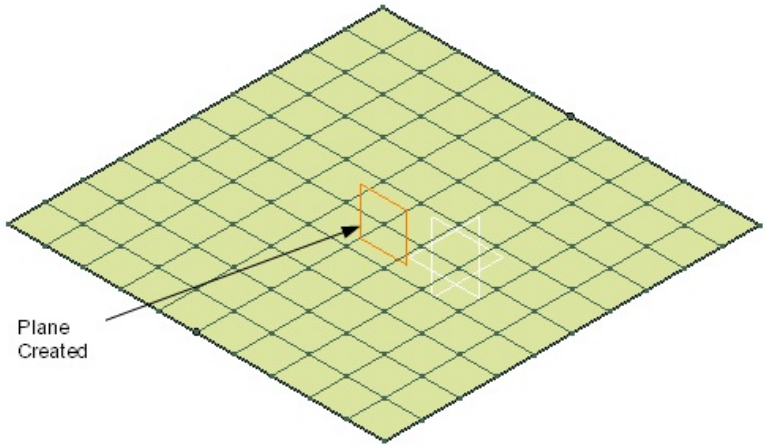

Figure 17-63 *The plane created*
4. Select the curve created earlier at the center of the surface and choose the **OK** button; a plane is created, as shown in Figure 17-63, and the **Control Points** dialog box is displayed again.